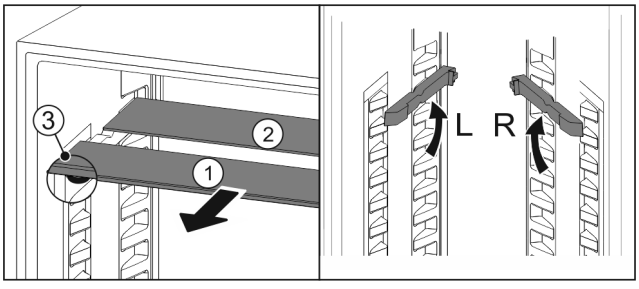

Fig. 106
- ▶ Izvelciet stikla paneļus pa vienam uz priekšu *Fig. 106 (1)*.
▷ Stikla panelis *Fig. 106 (1)* ar dekoratīvo uzliku atrodas priekšā.
▷ Apturi *Fig. 106 (3)* ir vērsti uz leju.